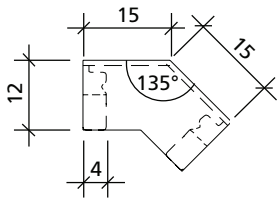

Abb. 26.2
- Innenecke 15 cm (Abb. 26.2).